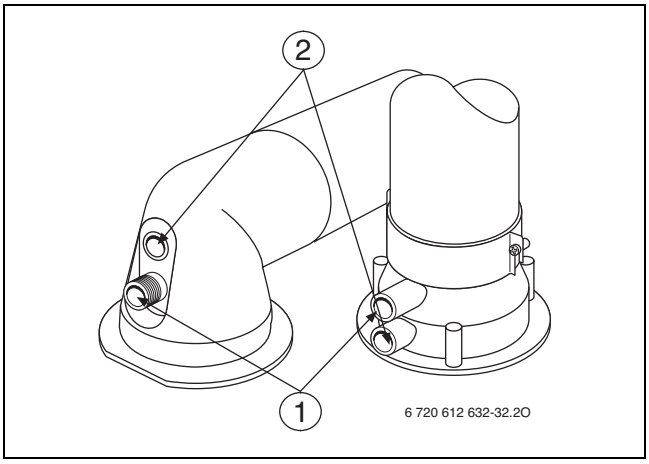

Рис. 60
- ▶ Видалити заглушку в штуцері для вимірювання параметрів повітря для спалювання (2) (→ рис. 60).
- ▶ Видалити заглушку у патрубку для вимірювання параметрів димових газів (1) (→ рис. 60).